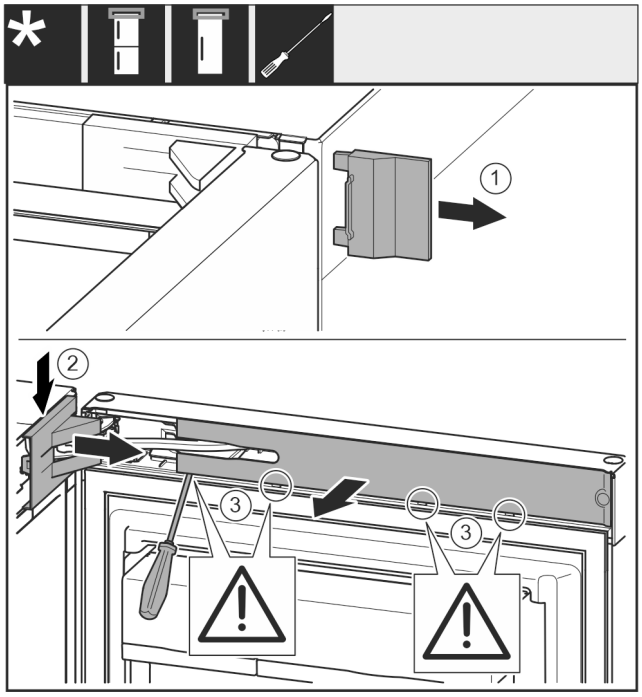

Fig. 12
▶ Abdeckung *Fig. 12 (1)* abnehmen.
▶ Lagerbockabdeckung *Fig. 12 (2)* ausrasten und lösen.
▶ Lagerbockabdeckung *Fig. 12 (2)* abnehmen.
▶ Blende *Fig. 12 (3)* mit Schlitzschraubendreher ausrasten und zur Seite schwenken.